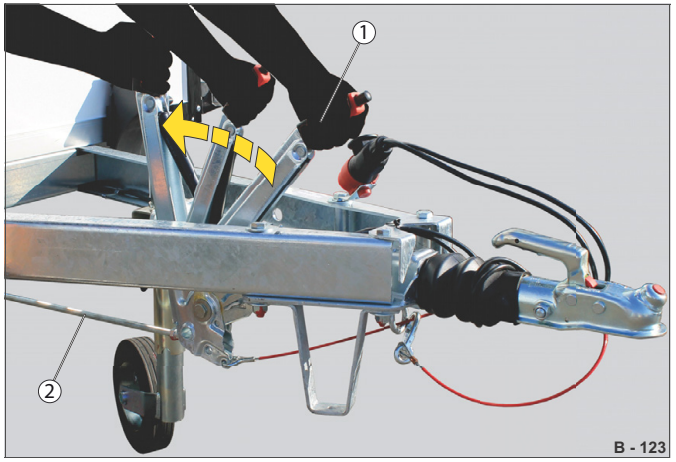

Abb. 92 Zatažení zajišťovací brzdy
▶ Zatáhněte páčku ruční brzdy (Abb. 92/1) co nejvíce nahoru, aby byla brzda (Abb. 92/2) zcela zatažená.